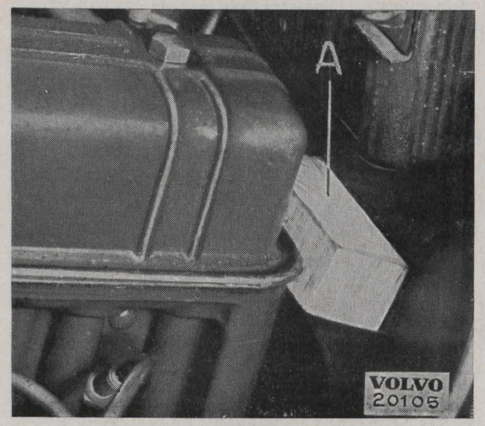

Bild 8. Stödkloss för motor.
4. Stöd under växellådan med en domkraft. Lossa och tag bort bärbalken under växellådan. Koppla av den främre kardanknuten från växellådans medbringare. Lossa hastighetsmätarkabeln. Sätt en träkloss mellan motorn och torpeden (bild 8) och sänk ned domkraften.